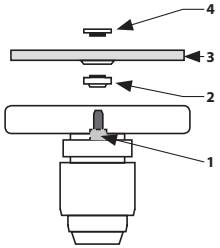
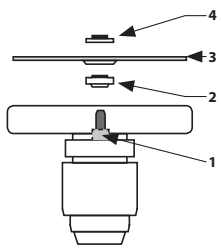

Abb. 13A
Abb. 13B
1. Setzen Sie die Unterlegscheibe auf die Spindel des Hebel des Winkelschleifers für die Montage der Scheibe (Abb. 13A oder Abb.10B, Position 2) so auf, dass sie in den Mulden der Spindel des Schleifers sitzt und sich mitdreht.
3. Auf die Spindel des Schleifers die Scheibe nach Abb. 13A und Abb.13B, Stellung 3 ausrichten und auf die Unterlage (sieh Abb. 13A und Abb. 13B, Stellung 2) aufsetzen.
4. Dann schrauben Sie auf die Spindel die äußeren Spannmutter auf (Abb. 13A, oder 13B, Position 4). Zur Fixierung der stärkeren Schleifscheibe (max. Stärke 6 mm) die Spannmutter mit der Seite mit hervorstehendem Ring in Richtung der Scheibe festschrauben (Abb. 13A, Position 4). Zur Befestigung einer dünnen Trenn-/Schleifscheibe schrauben Sie die Spannmutter mit der Seite ohne den hervortretenden Kragen in Richtung der Schleifscheibe auf ((Abb. 13B, Position 4).